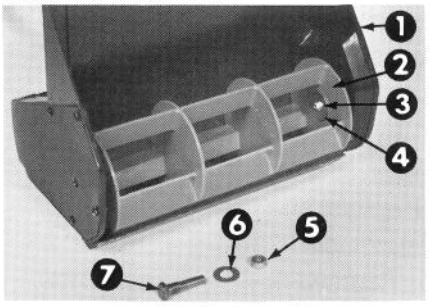

Abbildung 12
2. Sicherungsmutter und Unterlegscheibe von der gegenüberliegenden Seite entfernen (Abb. 12).